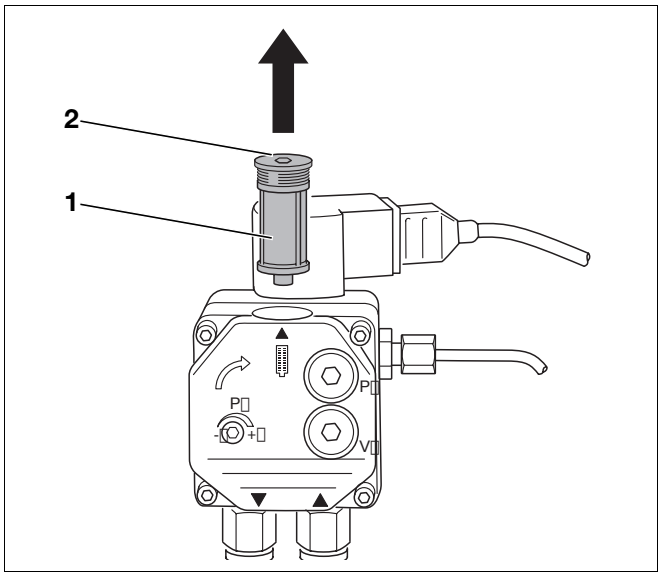

Rys. 28 Sprawdzenie filtra pompy olejowej – pompa olejowa Danfoss
- Odkręcić śrubę imbusową w górnej części urządzenia (Rys. 28, **Poz. 2**).
- Wyjąć do góry filtr pompy olejowej (Rys. 28, **Poz. 1**).
- Oczyścić filtr pompy olejowej (Rys. 28, **Poz. 1**) benzyną do czyszczenia, w razie potrzeby wymienić, i ponownie zamontować w pompie.